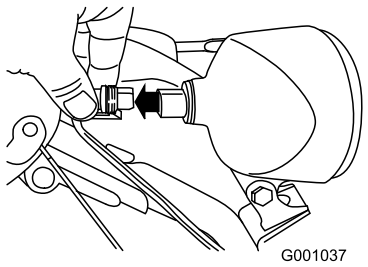

Figur 50
1. Fjern ledningskonnektoren fra baksiden av frontlykten (Figur 50).